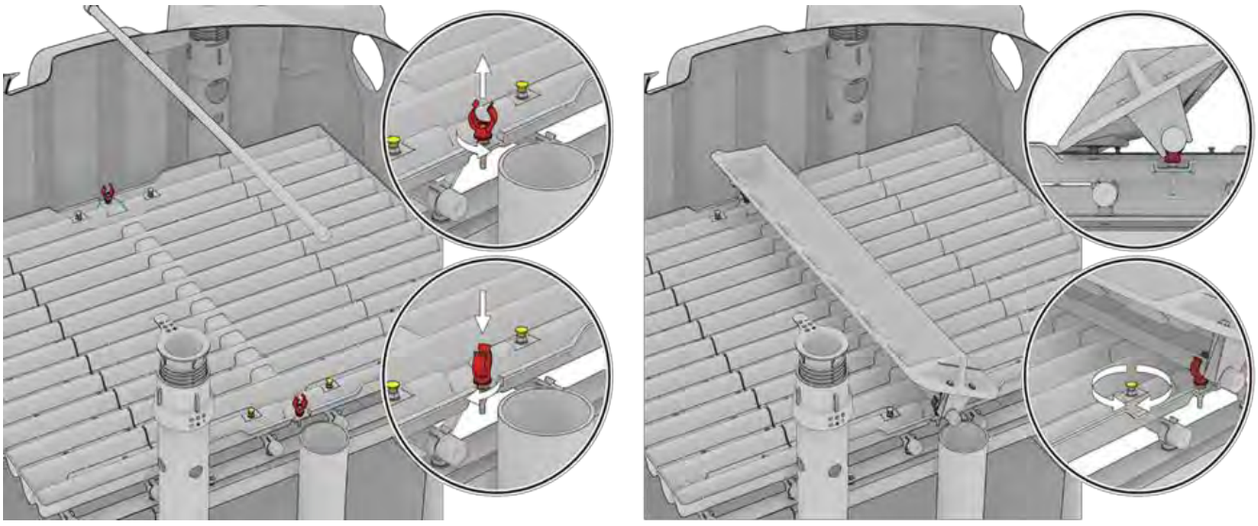

Fig. 42: Ajuster la planéité du système de répartition avec un niveau à bulles
4. Si nécessaire, ajuster l'alignement de l'axe support de l'auget basculant à l'aide des deux colliers plastiques (en rouge sur *Fig. 42*). Le cas échéant, ajuster la position des taquets (en jaune sur *Fig. 42*) afin que l'auget soit en contact avec les deux à chaque basculement (2 taquets de part et d'autre de l'axe support).